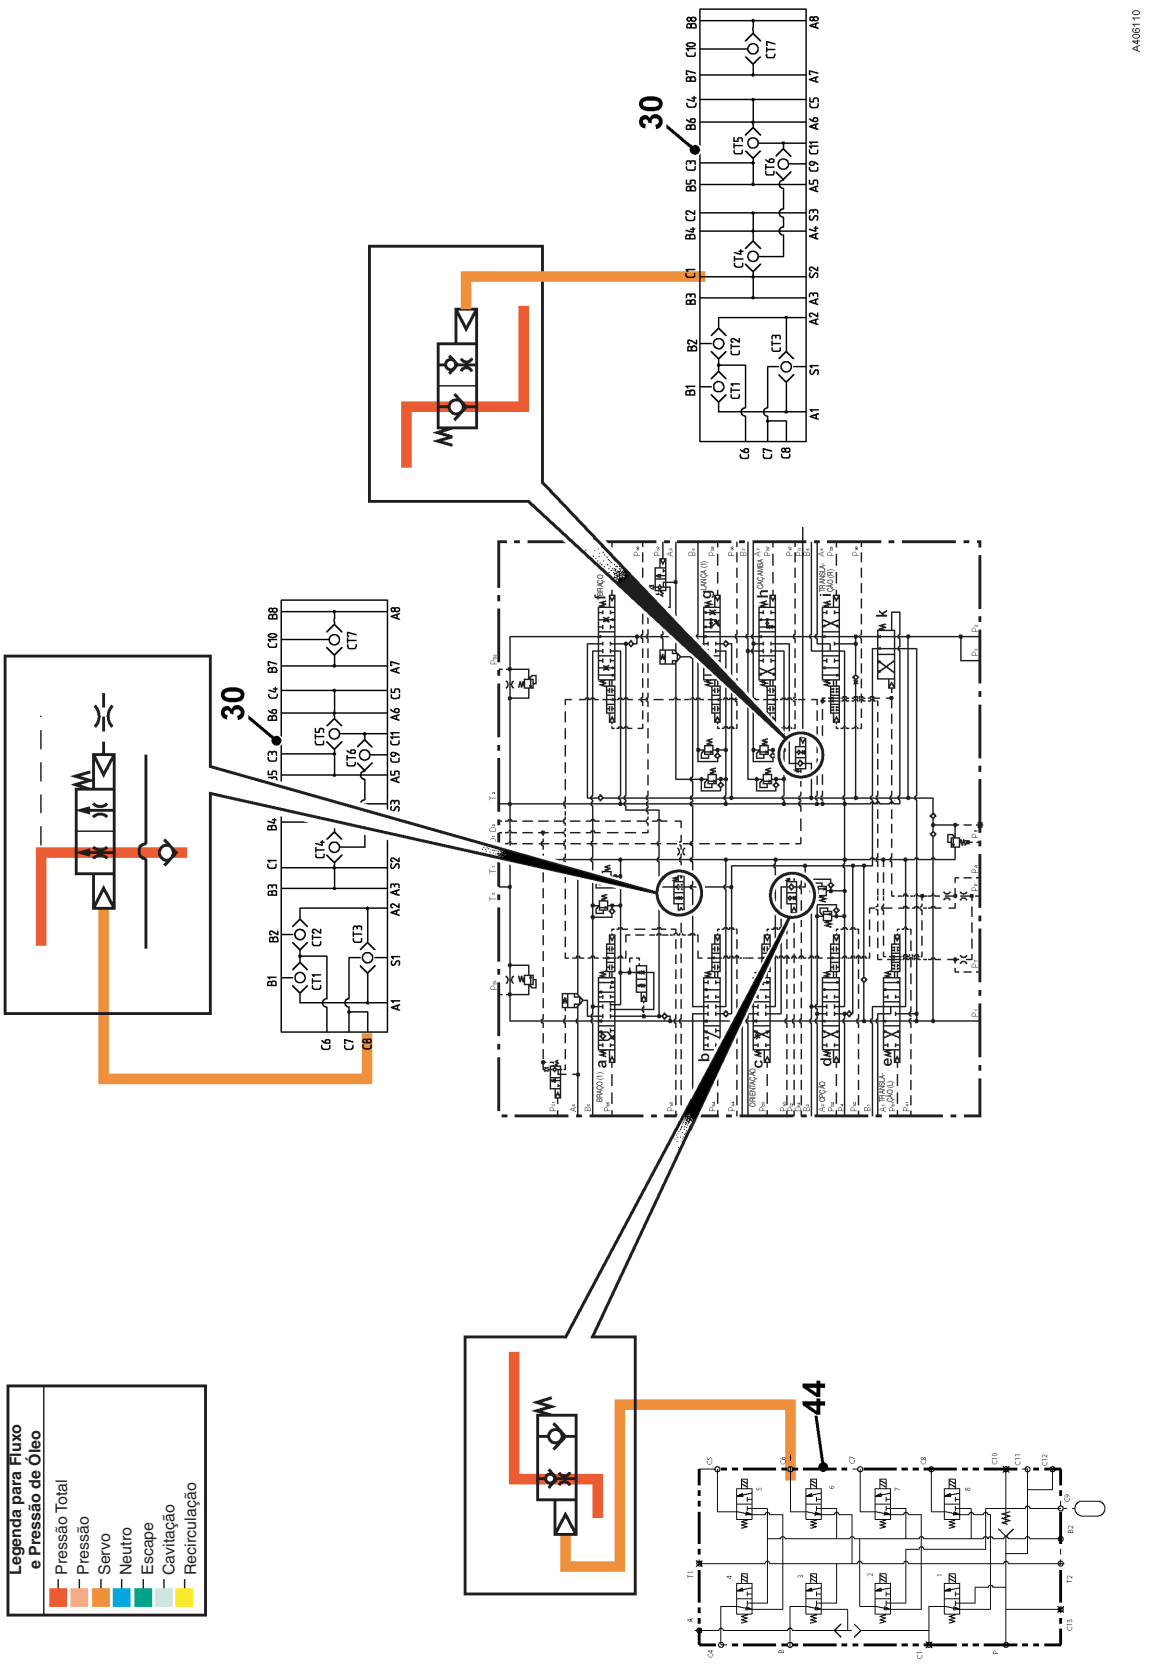

Fig 24. Esquema da Válvula de Prioridade
Para esquema, ⇒ ***Fig 24. (59)***.
⇒ ***Fig 24. (59)***